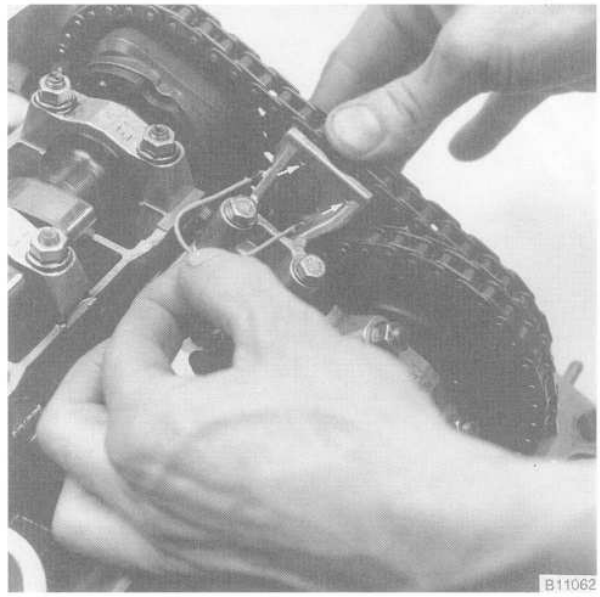

Fig. 22. Secondary timing chain tensioner being locked down. Press tensioner down fully and insert wire through holes (**arrow**).
28. Depress the secondary timing chain tensioner and lock it down by inserting BMW special tool no. 11 3 290. Alternatively, a stiff piece of wire can be used. See Fig. 22.